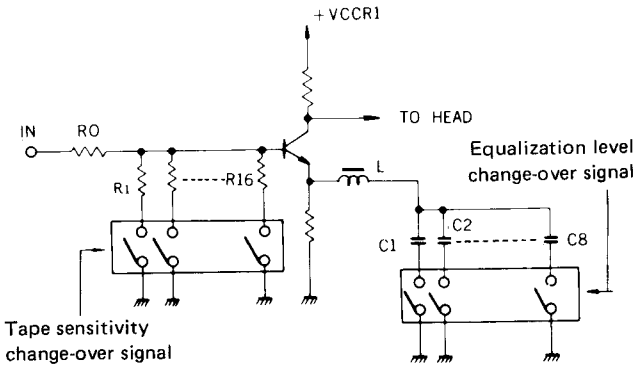

Fig. 8
2. Setting of equalization level and tape sensitivity Fig. 8 represents the recording amplifier section employed in the KD-A66.